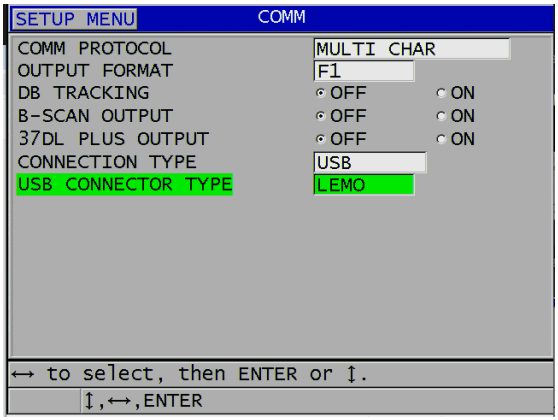

Rysunek 9-3 Zmiana parametrów komunikacji
3. Na ekranie **COMM** (Komunikacja) (patrz Rysunek 9-3 na stronie 160):